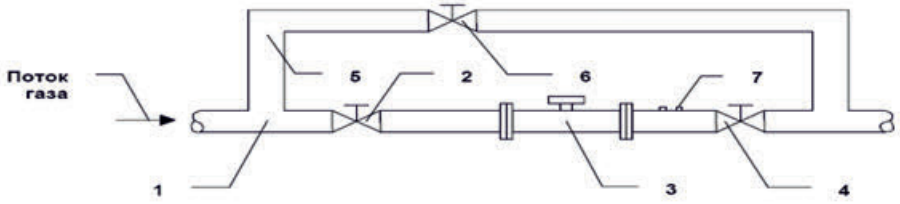

Рис.1 Установка счетчика без перепускного канала
В трубопроводах с давлением до 1,6 МПа рекомендуется схема установки, приведенная на рис.1. Наличие вентиля 2 является обязательным. Он позволяет отключить счетчик в случае его повреждения, облегчает ввод счетчика в эксплуатацию в протяженных или сложных трубопроводах.
10.2.2.1. Пуск счетчика без перепускного канала (см. рис.1)